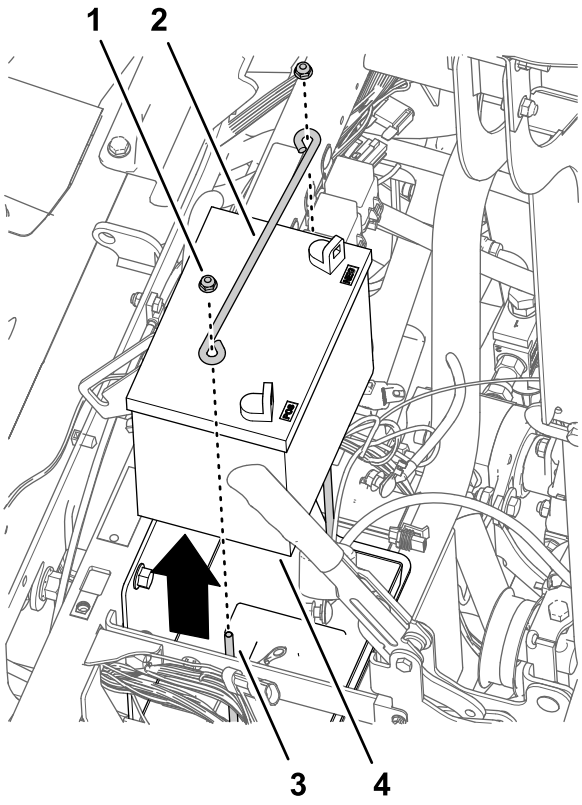

Figur 171
4. Monter dækslet, du fjernede i trin 2 i Afmontering af rattet (side 74) på rattet (Figur 171).
1. Afmonter de 2 flangelåsemøtrikker og tilholderstangen fra de 2 J-bolte, der fastgør batteriet til maskinens batteribeslag (Figur 171).
2. Afmonter batteriet fra maskinen (Figur 171).